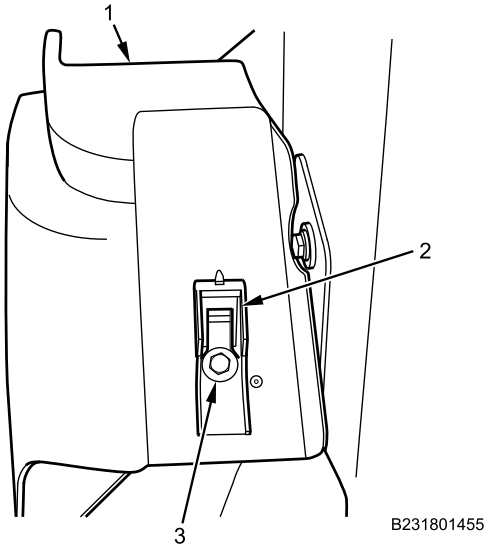

Figure 2. Fender and Latch.
2. Remove bolt (Figure 2, Item 3) and latch (Figure 2, Item 2) from fender (Figure 2, Item 1).